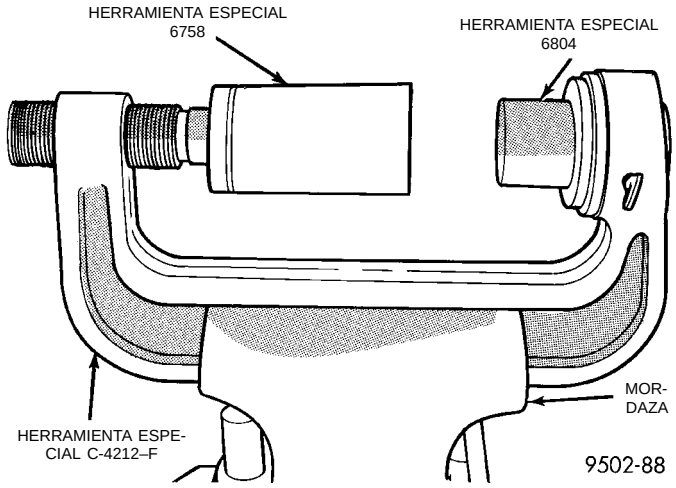

Fig. 71 Herramientas especiales ensambladas para el desmontaje del casquillo delantero
(1) Retire el conjunto de brazo de suspensión inferior del vehículo. Para informarse sobre el procedimiento de desmontaje requerido, consulte la sección de Desmontaje e instalación del brazo de suspensión inferior en este grupo del manual de servicio.
(2) Coloque el Extractor/Instalador, Herramienta especial C-4212-F en una mordaza (Fig. 71). Instale el Extractor de casquillos, Herramienta especial 6804 y el Receptor de casquillos, Herramienta especial 6758 en la Herramienta especial C-4212-F (Fig. 71).